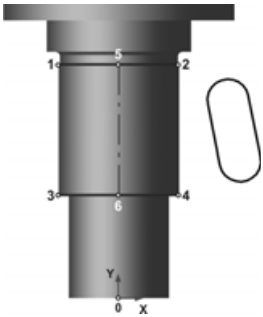

Рис. 5.249
- Сделайте равными радиусы обеих дуг с помощью команды **Равенство радиусов** на инструментальной панели **Параметризация** (рис. 5.249).